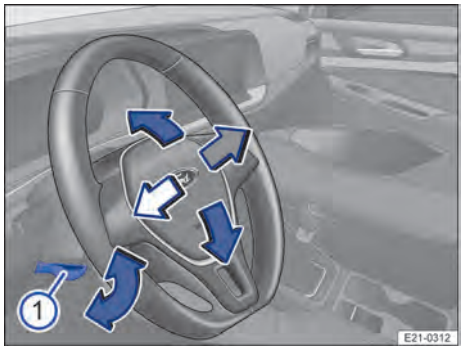

Bilde 57 Bak rattet i rattstammekledningen: Hendel for justering av rattet.
1. Trykk hendelen → Bilde 57 (1) nedover.
3. Trykk hendelen → Bilde 57 (1) opp til den er på linje med rattstammekledningen → ⚠.